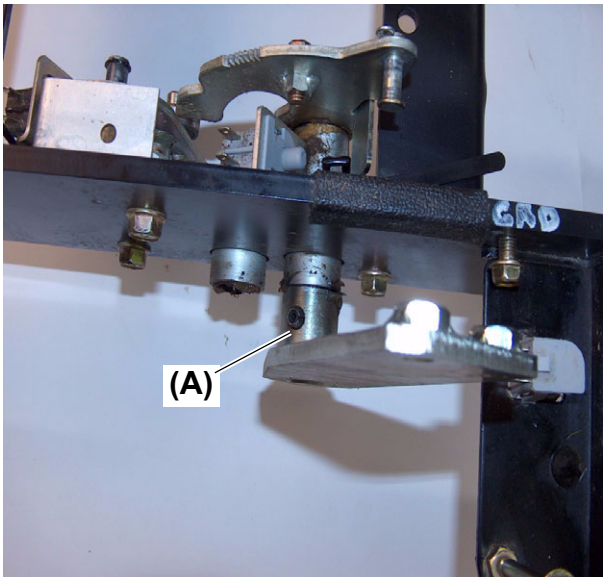

Fig. 5
8. Remove the two (2) roll pins (one inside the other) from the forward / reverse bracket **(Fig. 5, (A))** using a hammer and punch.